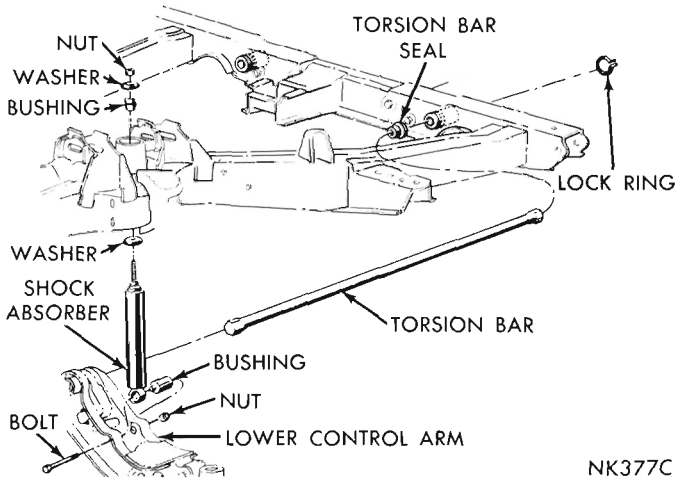
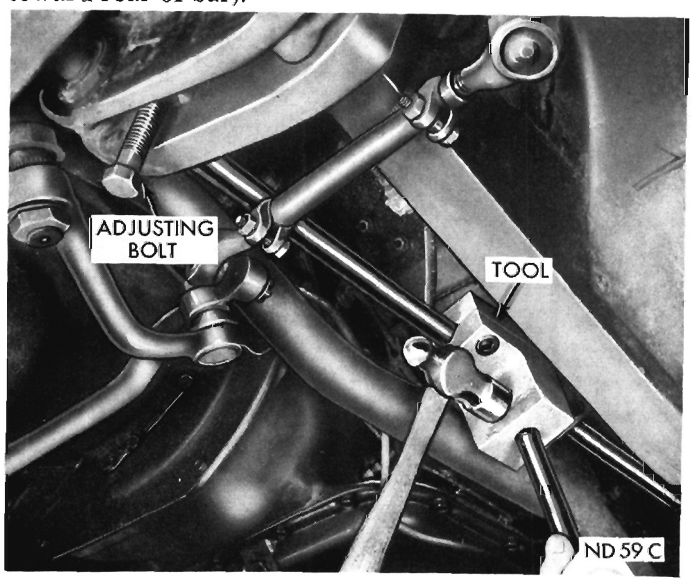

Fig. 4—Torsion Bar
Fig. 5—Removing Torsion Bar
(1) Remove upper control arm rebound bumper.
(2) If vehicle is to be raised on a hoist, make sure it is lifted on body only so that front suspension is in full rebound (under no load). If vehicle is to be raised on jacks, placed under center of crossmember **it will be necessary that, a support first be placed between the crossmember and the jack.**
(3) Release all load from torsion bar (Fig. 4) by turning anchor adjusting bolt (Fig. 5) counterclockwise.
(4) Remove lock ring from torsion bar rear anchor (Fig. 4).
(5) Using Tool C-3728, remove torsion bar (Fig. 5) from its anchors. It is advisable to place Tool C-3728 toward rear of torsion bar to allow sufficient room for striking the striking pad of tool. **Do not apply heat to torsion bar, front anchor or rear anchor.**
(6) Remove tool and slide rear anchor balloon seal from anchor to facilitate removal of torsion bar.
(7) Remove torsion bar by sliding bar out through rear of anchor. Use care not to damage balloon seal when it is removed from torsion bar.